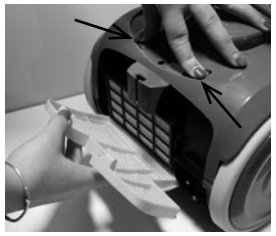

Rys. 6
1. Otworzyć kratkę wydmuchu powietrza w tylnej części odkurzacza (Rys. 6).